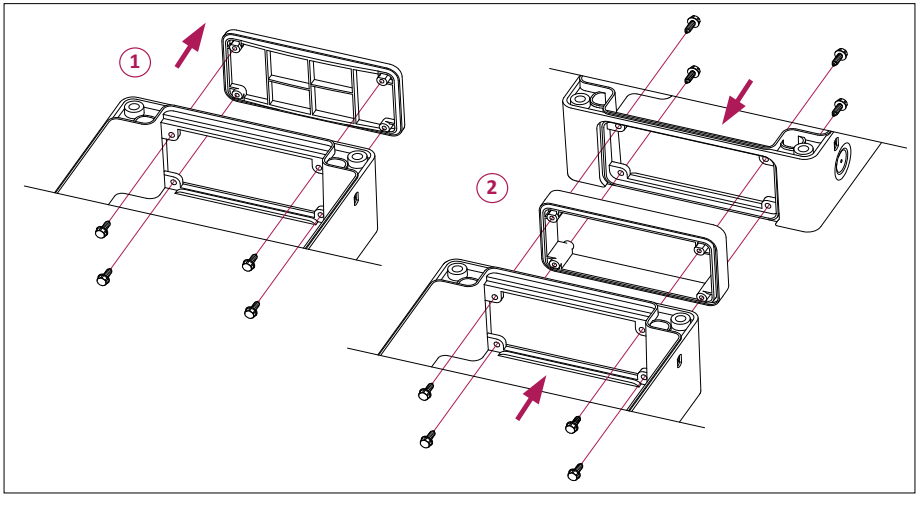

Figure 7
- Si, par exemple, un module d'extension est fixé au bloc, dans ce cas, utilisez l'adaptateur du kit de bloc (**Figure 7**). Retirez d'abord le couvercle aveugle installé au fond du boîtier, puis utilisez les vis pour visser l'adaptateur avec une clé.